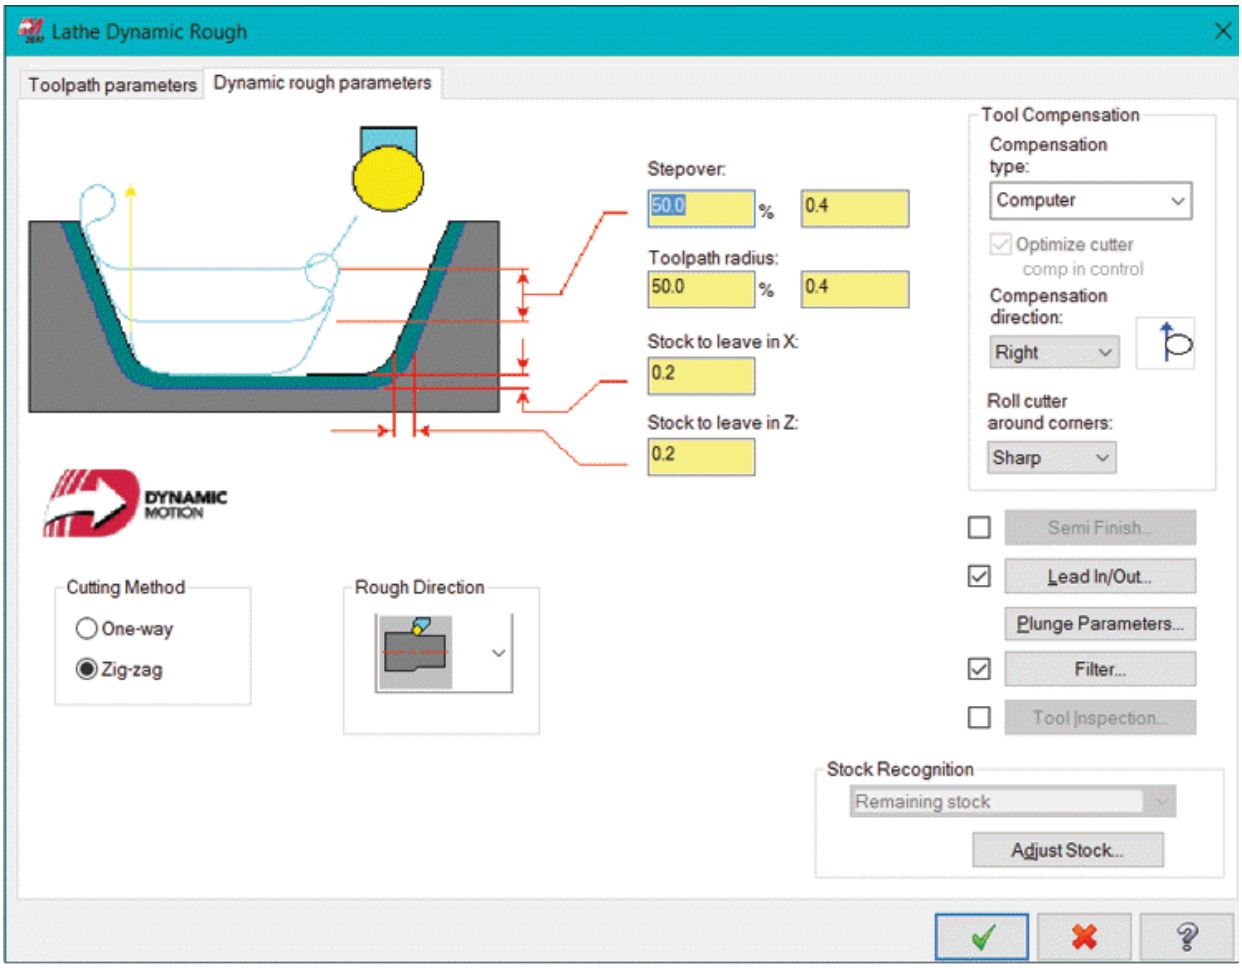

Figure-70. Dynamic rough parameters tab
- Click on the **Dynamic rough parameters** tab in the dialog box. The options in the dialog box will be displayed as shown in Figure-70.